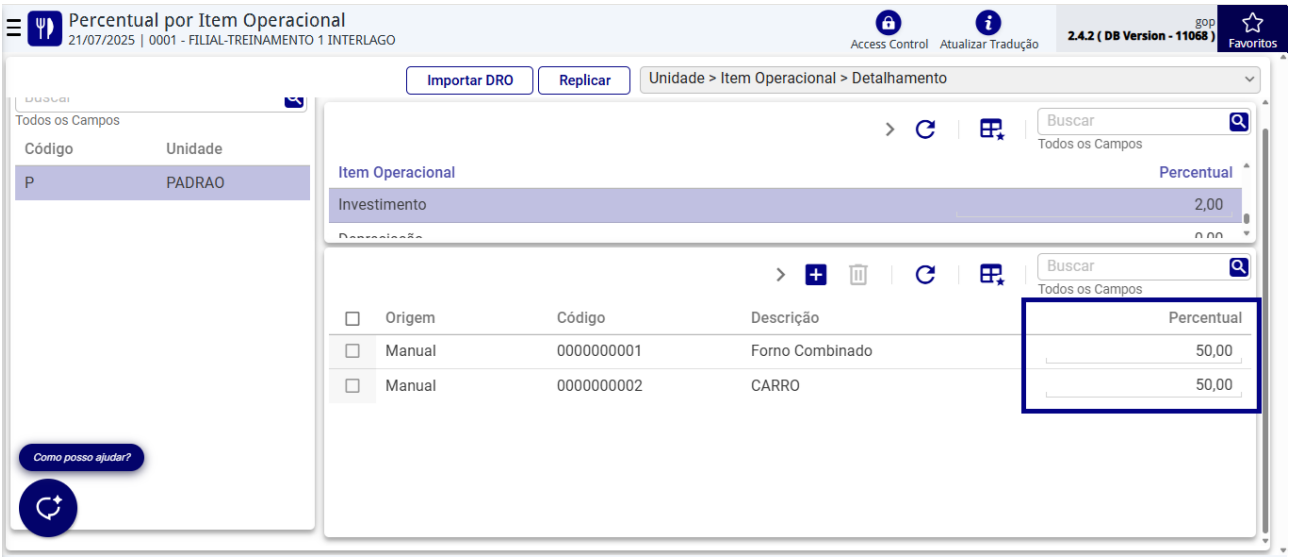

Figura 126: Percentual
d) Informe o percentual (Figura 126) que este tipo representa do valor total do orçamento de investimentos.